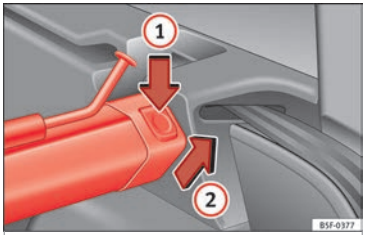

Fig. 167 En el maletero: desmontar la red de separación.
- Presione la tecla de desbloqueo izquierda o derecha ››› **fig. 167** en el sentido de la flecha (1).
- Extraiga la carcasa del soporte en el sentido de la flecha ››› **fig. 167** (2).
- Presione la carcasa en los soportes izquierdo y derecho en el sentido contrario al de la flecha ››› **fig. 167** (2) hasta que encastre.